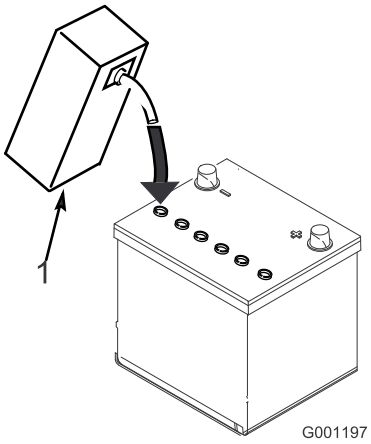

Figur 10
3. Fyld forsigtigt hver celle med elektrolyt, indtil pladerne er dækket med ca. 6 mm væske (Figur 10).
4. Vent ca. 20 til 30 minutter, mens elektrolytten trænger ind i pladerne. Efterfyld efter behov for at bringe elektrolytstanden op til ca. 6 mm fra bunden af påfyldningshullet (Figur 10).